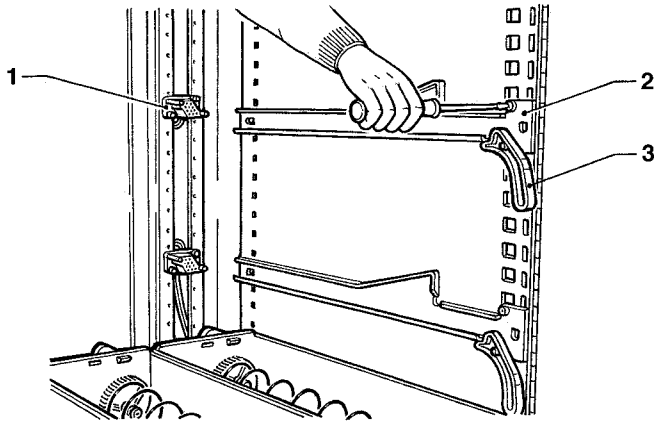

Fig. 13
- Spostare le guide (vedi fig. 13) poste sui supporti laterali tranne le prime in basso che rimangono nella stessa posizione.